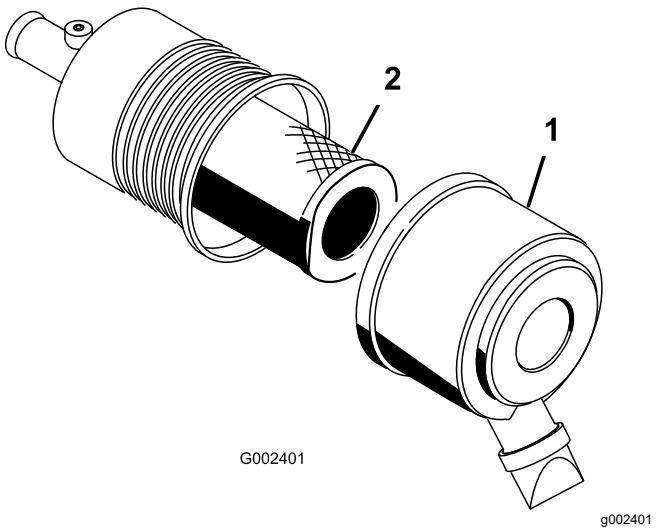

Figur 55
2. Lossa spärrhakarna som fäster luftrenarkåpan på luftrenarhuset (Figur 55).
3. Ta bort kåpan från luftrenarhuset (Figur 55).
5. Ta bort och byt ut filtret (Figur 55).